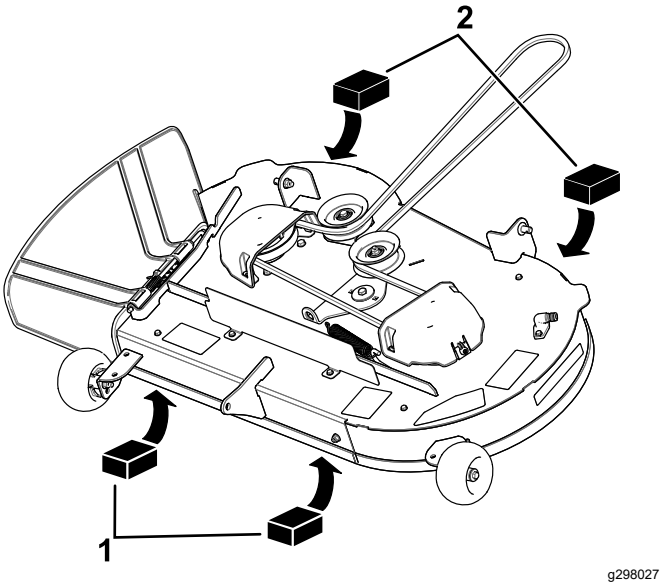
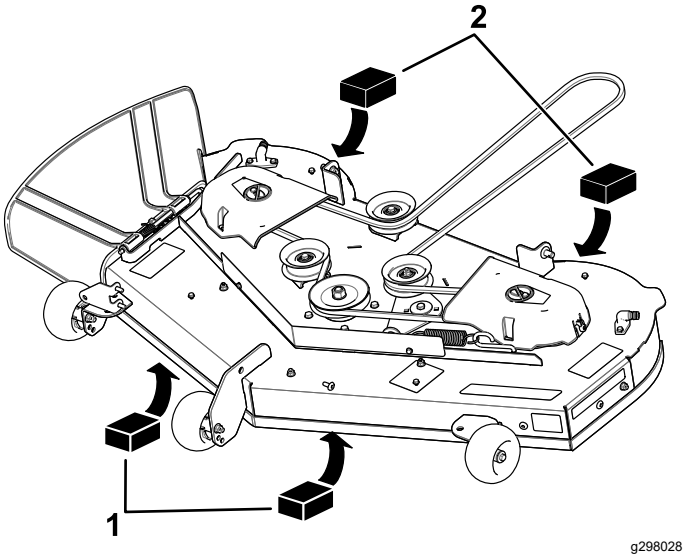

Figuur 68
Figuur 69
4. Plaats 2 blokjes met een dikte van 6,6 cm onder elke kant van de voorste rand van het maaidek, maar niet onder de beugels van de antiscalpeerrollen (Figuur 68 of Figuur 69).
5. Plaats 2 blokjes met een dikte van 7,3 cm onder de achterste rand van de maaikast, één blokje aan elke kant van het maaidek (Figuur 68 of Figuur 69).